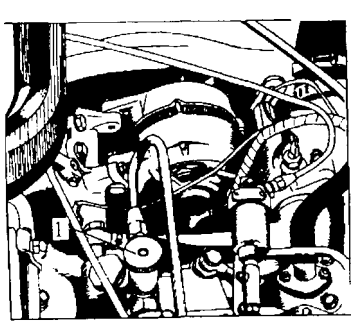
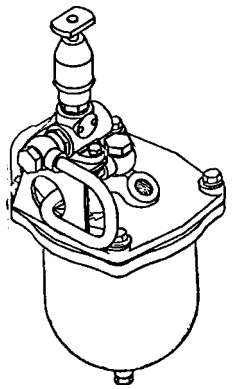

Рис. 10. Топливоподкачивающий насос для двигателя 7403.10
Рис. 11. Топливоподкачивающий насос на топливном фильтре грубой очистки
На автомобилях, укомплектованных двигателями 7403.10, топливоподкачивающий насос 1 установлен на ТНВД (см. рис. 10). На автомобилях, укомплектованных двигателями 740.11-240 и 740.11-300, предусмотрено два варианта установки топливоподкачивающего насоса: на топливном фильтре грубой очистки топлива (см. рис. 11) и на кронштейне, размещенном под хомутом крепления топливного бака.
2. Открыть кран на топливном бачке подогревателя и заполнить систему питания подогревателя топливом, сделав несколько качков ручным топливоподкачивающим насосом (см. рис.10 и 11).